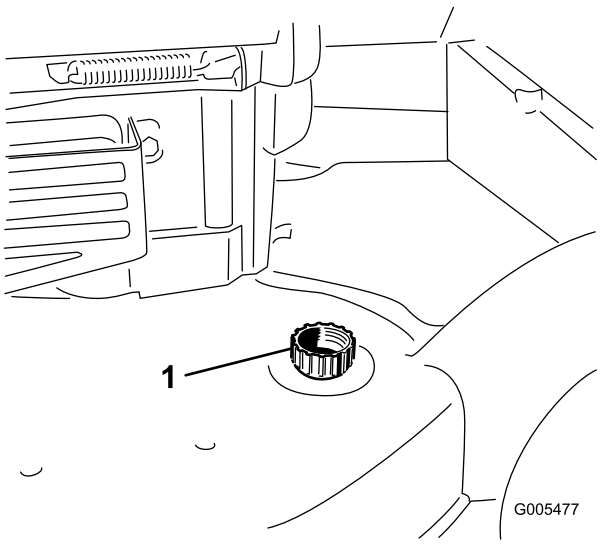

**Figura 39**
3. Collegate una canna da giardino al rubinetto dell'acqua ed al foro di lavaggio sulla scocca del tosaerba (Figura 39).